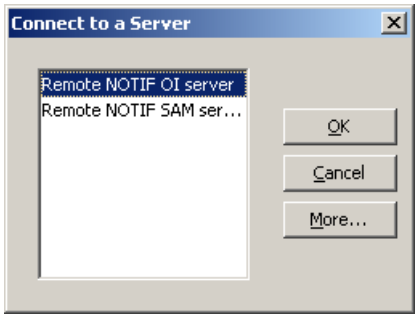

Figure 29 Connect to a Server dialog box
10. The **Connect to a Server** dialog box appears that shows the list of available Adapter Platform or SAM server connections, as shown in Figure 29 on page 68. Choose a server in the **Connect to a Server** dialog box and click **OK**.